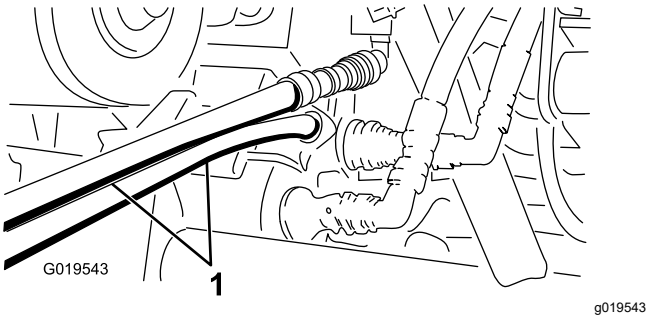

Figur 76
5. Koppla ihop de två slangarna med kopplingen som fortfarande sitter i kopplingsfästet på den andra maskinen (koppla den övre slangen till den övre kopplingen och den undre slangen till den undre kopplingen (Figur 76).